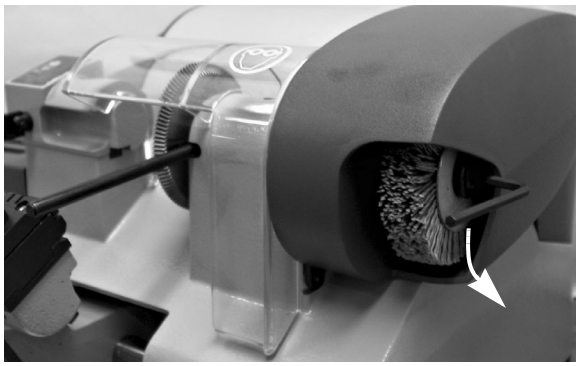

Fig. 26
2) Place the locking pin into the groove in the base and into the special hole in the cutter shaft (fig.26).